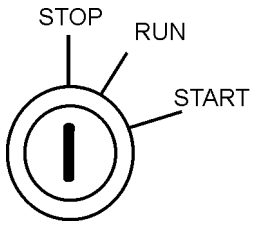

Figure 51. Ignition Switch (Stop Position)
3. Place the ignition switch (Figure 51) in the "**STOP**" position, remove the key and store in a safe place.